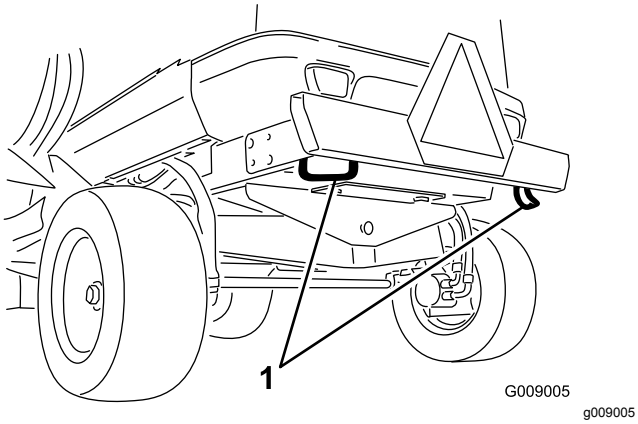

**Figur 78**
**Maskinhæk** – på kofanger (Figur 78)